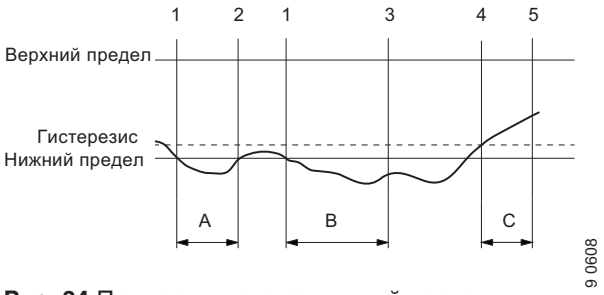

Рис. 34 Пример выхода за нижний предел
Данная функция является функцией контроля, она выдаёт информацию, предупреждение или аварийный сигнал при превышении нижнего или верхнего предельного значения (см. рис. 34).
В данной функции имеются два таймера: таймер задержки обнаружения и таймер задержки сброса. Таймер задержки обнаружения запускается при выходе за предельное значение (1). См. рис. 34. Данный таймер является настраиваемым.